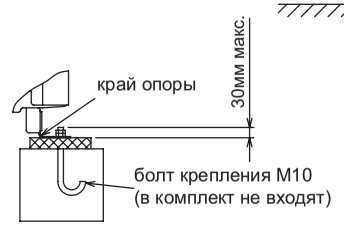

Рис. 1 (без съемной опоры)
① Проверьте прочность основания, предусмотрите слив дренажа (при работе прибора на некоторых его элементах конденсируется влага), подключение фреонопроводов и кабелей.
② Установочные опры должны прочно располагаться на основании (рис. 1 и 2).
③ Болты крепления должны выступать не более, чем на 30мм (рис. 1 и 2).